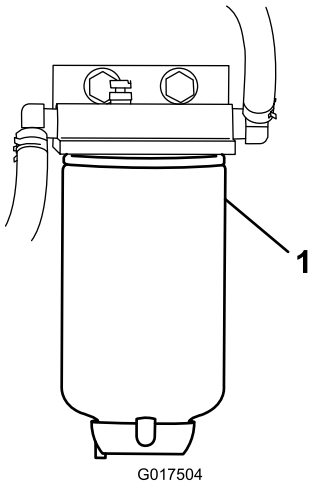

Figur 39
3. Skruva loss bränslefiltret från fästet (Figur 39).